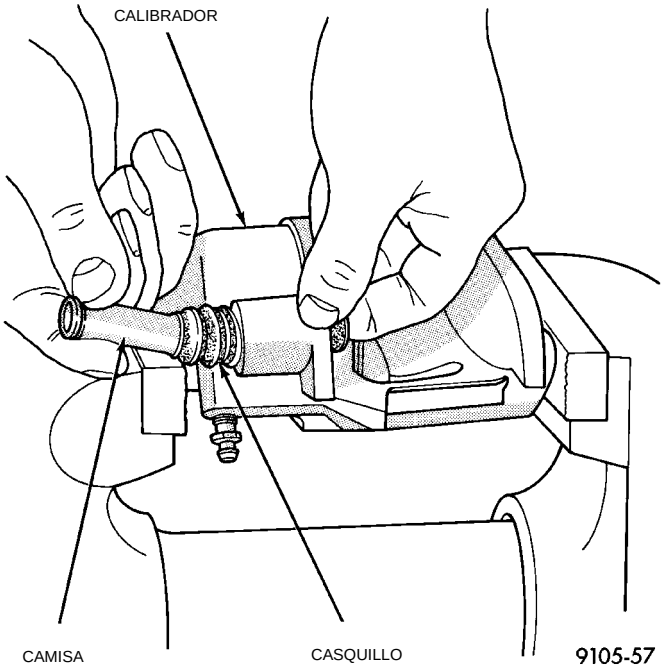

Fig. 168 Desmontaje de la camisa interior del casquillo
(1) Retire el calibrador del rotor de freno (Consulte Desmontaje de la zapata de freno). Cuelgue el conjunto del calibrador en un gancho de alambre, lejos del rotor de freno.
(2) Presione hacia afuera y luego extraiga la camisa de acero de la parte interior del casquillo con los dedos, tal como se describe en (Fig. 168).